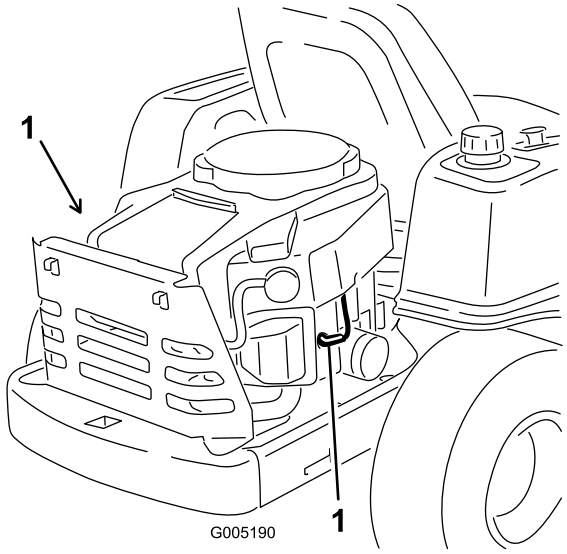

Figura 35
Togliete il cappellotto dalla candela (o candele) (Figura 35).
3. Collegate il cappellotto alla candela (Figura 35).